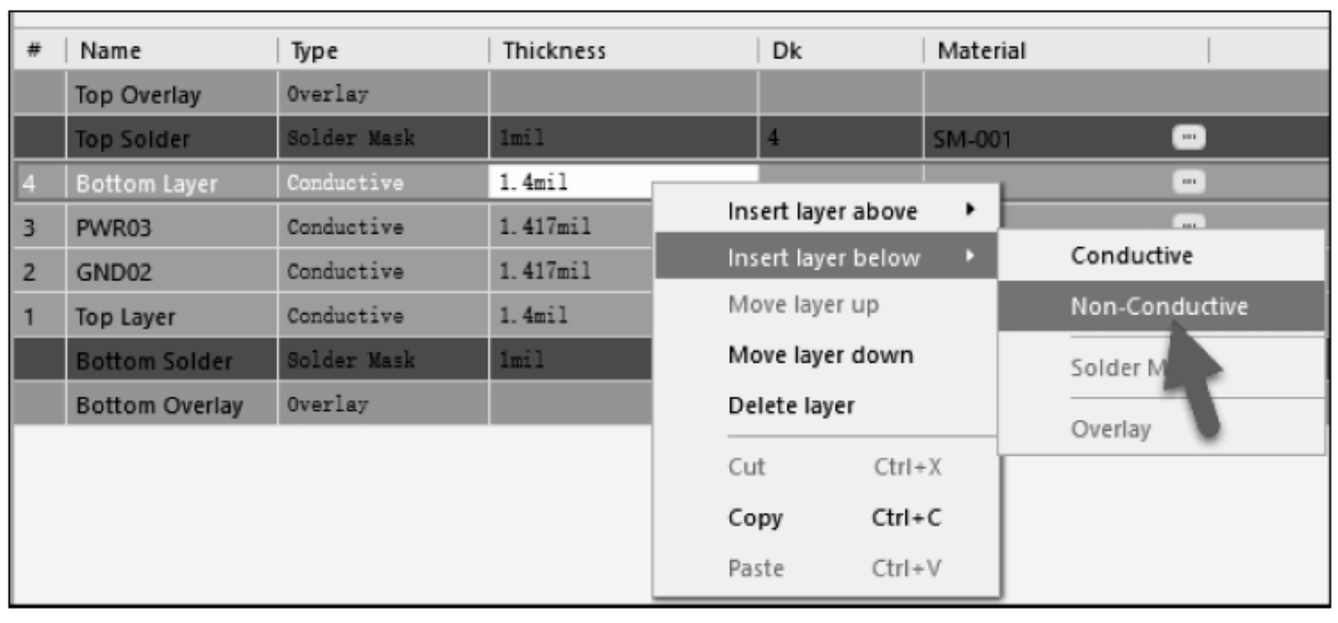

图 1-301 插入非导电层
(2) 添加非导电层,在导电层之间,插入非导电层,并定义介电贴片。在图层上右击,从弹出的快捷菜单中执行 Insert layer below→Non-Conductive 命令,在上方或下方插入非导电图层,如图 1-301 所示。